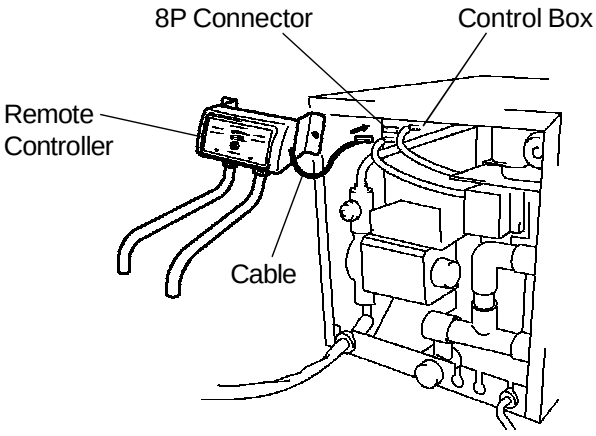

Fig. 8
2) Connect the cable connector on the Remote Controller with the 8P connector on the back of the Control Box. See Fig. 8.